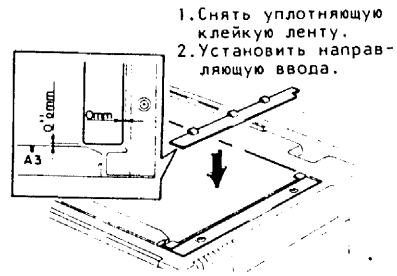

Рис.6. Установка направляющей входа
(14) Установить направляющую входа из комплекта (рис.6).